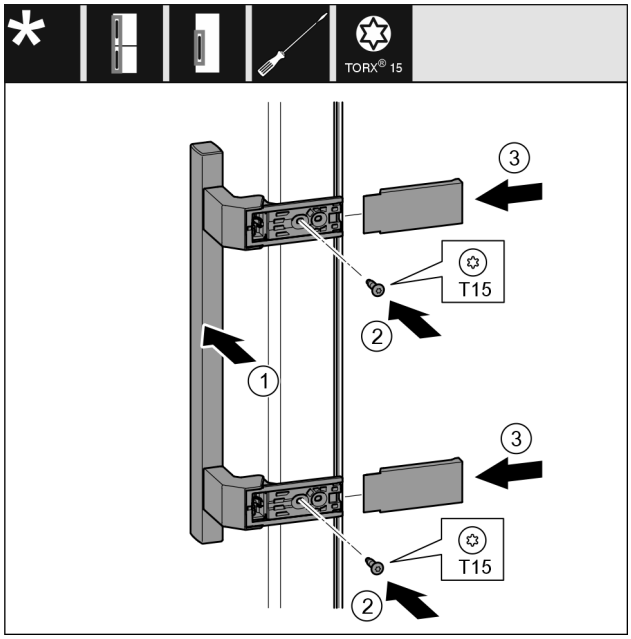

Fig. 22
▶ Aplicați mânerul *Fig. 22 (1)* pe partea opusă.
▶ Înșurubați ferm șuruburile *Fig. 22 (2)* cu șurubelnița.
▶ Aplicați și împingeți capacele *Fig. 22 (3)* laterale.